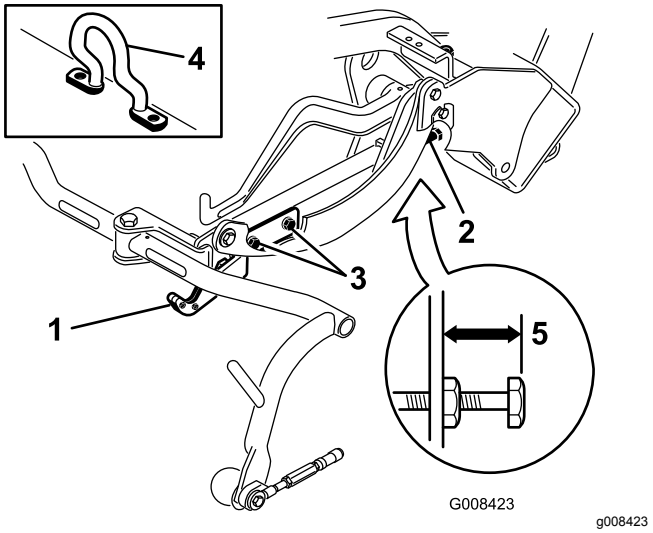
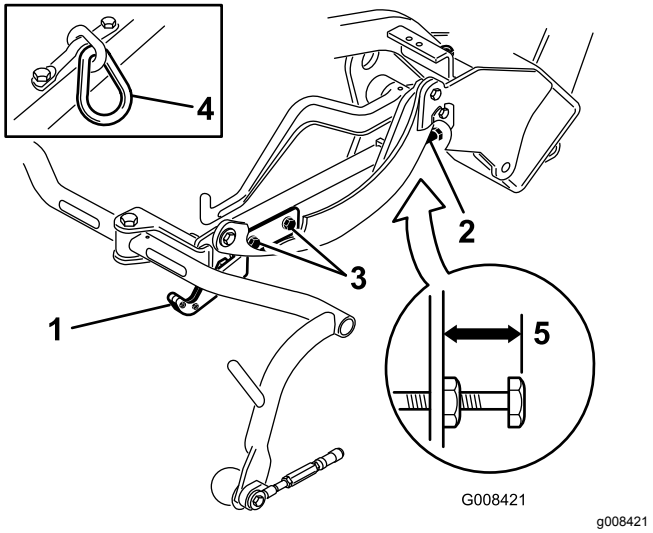
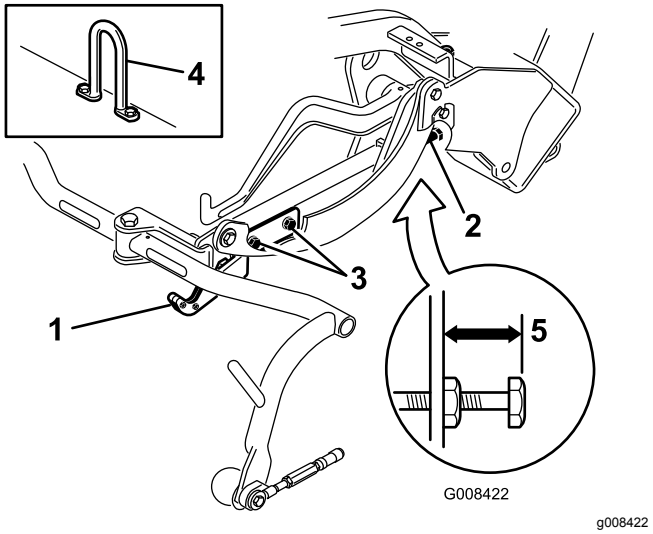

**Rysunek 12**
**Rysunek 13**
**Rysunek 14**
Sprawdź ustawienie wysokości transportowej (Rysunek 13 oraz Rysunek 14) i w razie potrzeby skoryguj je.
2. W przypadku jednostek tnących wyposażonych w hak podnoszenia z odsadzeniem (wstawka na Rysunek 12) upewnij się, że odległość od górnej krawędzi śruby regulacyjnej ramy nośnej do tylnej krawędzi ramy nośnej wynosi 25 mm. Przejdź do kroku 4, jeżeli ta odległość nie wynosi 25 mm.
3. W przypadku jednostek tnących wyposażonych w łącznik łańcuchowy lub prosty hak podnoszenia (wstawki na Rysunek 13 oraz Rysunek 14) upewnij się, że odległość od górnej krawędzi śruby regulacyjnej ramy nośnej do tylnej krawędzi ramy nośnej wynosi 22 mm. Przejdź do kroku 4, jeżeli ta odległość nie wynosi 22 mm. Przejdź do następnego kroku w przypadku jednostki tnącej wyposażonej w hak podnoszenia z odsadzeniem (Rysunek 12).
4. Poluzuj śruby mocujące płytę transportową (Rysunek 13, Rysunek 14 oraz Rysunek 12).
7. Jeżeli ramy nośne nie są na takiej samej wysokości, poluzuj przeciwnakrętkę śruby regulacyjnej ramy nośnej (Rysunek 12, Rysunek 13 oraz Rysunek 14). Przekręć śrubę na zewnątrz, aby unieść ramę lub do wewnątrz, aby ją opuścić. Po uzyskaniu właściwej wysokości dokręć przeciwnakrętkę.